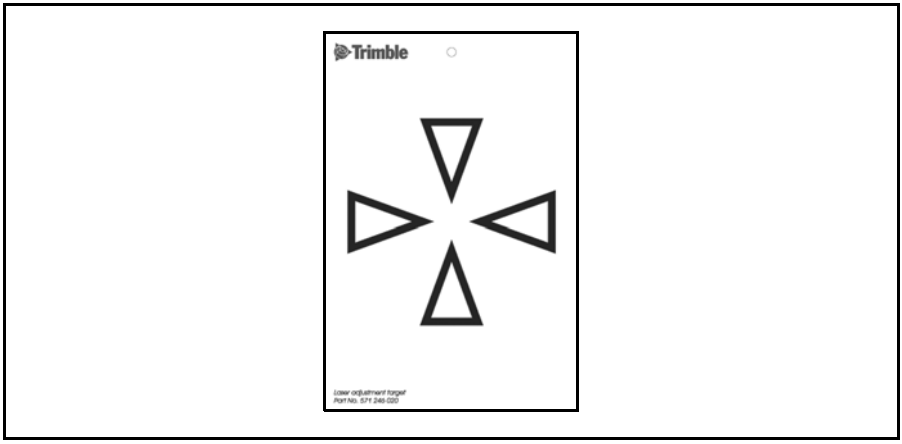
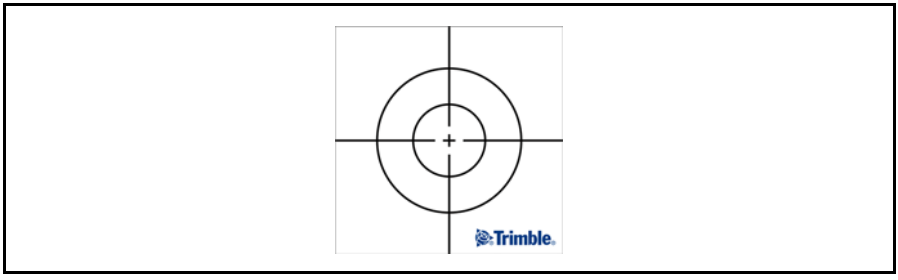

Рис. 4.31. Юстировочная цель для DR 300+
Рис. 4.32. Юстировочная цель с отражающей пленкой для High Precision
4. Если красное лазерное пятно лежит вне перекрестия визирных нитей, регулируйте направление луча до тех пор, пока он не совпадет с перекрестием визирных нитей, См. Рис. 4.31. или См. Рис. 4.32.